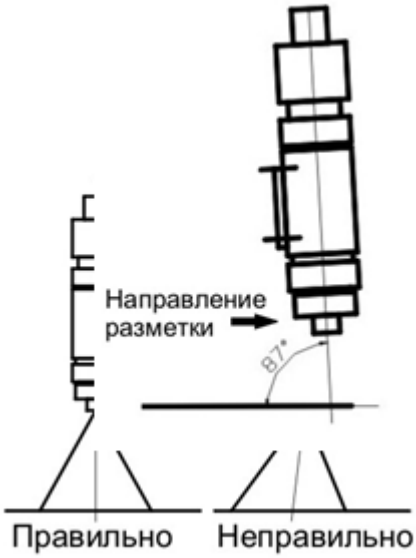

Рис. 42
- Всегда устанавливайте форсунки под одинаковым углом относительно дороги (см. рис. 42 – вид сбоку). Угол установки форсунки для материала относительно поверхности дороги - $\alpha = 85\text{-}89$ гр. Такой угол позволяет создавать поток воздушного завихрения впереди разметочной форсунки, сметающий мелкие камни и пыль. Это позволяет наносить разметку на чистую поверхность дороги, что в дальнейшем увеличивает долговечность разметки. При слишком большом угле установки может происходить неполное прокрашивание линии при разметке на крупнозернистых поверхностях (поверхностная обработка) — плохо прокрашивается передняя часть